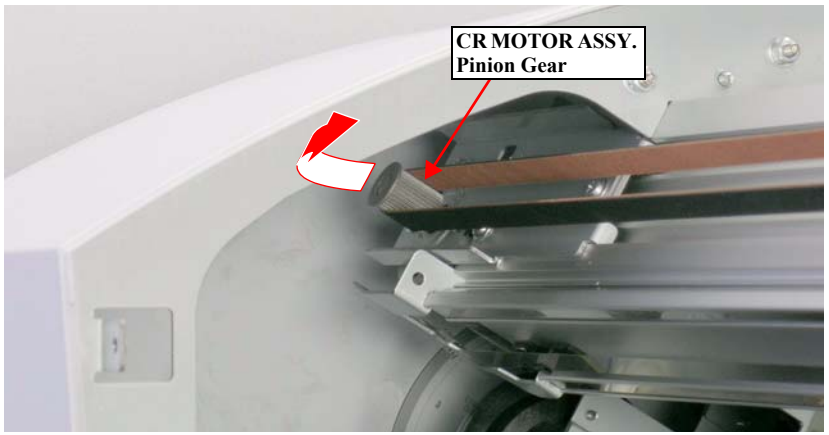

Figure 4-53. Removing the CR BELT (1)
4. Remove the CR BELT from the pinion gear of the CR MOTOR ASSY. *See Figure 4-53.*